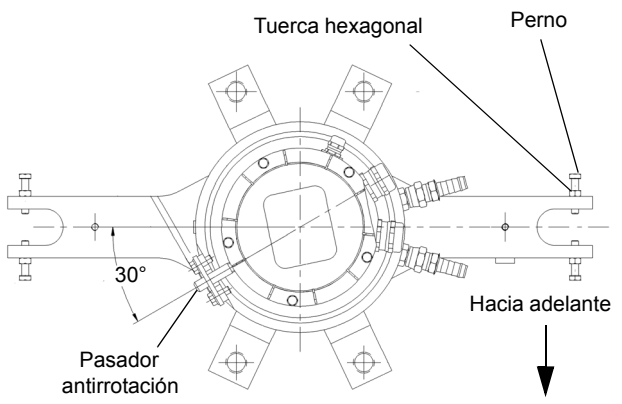

FIGURA 6-6
3. Asegure que el pasador antirrotación de la parte inferior de la base del adaptador giratorio eléctrico quede alineado con el agujero de montaje de la escuadra de la caja del adaptador giratorio de agua (Figura 6-6).